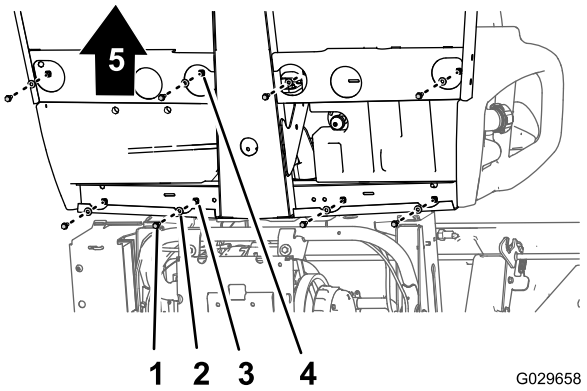
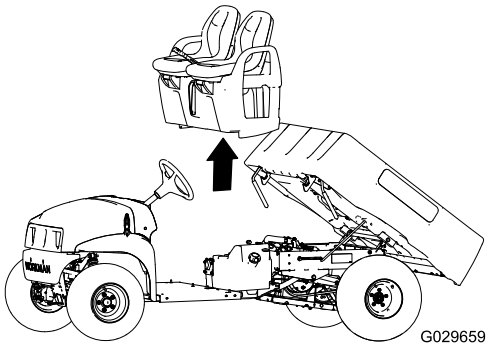

Rysunek 43
Rysunek 44
1. Od spodu maszyny wykręć 8 śrub kołnierzowych i zdejmij 8 podkładek mocujących podstawę fotela do płyty podłogowej i tylnego kanału kabiny (Rysunek 43).
2. Ostrożnie wyjmij z pojazdu fotele wraz z podstawami foteli oraz linkami hamulca postojowego (Rysunek 43).
1. Wstaw fotele wraz z podstawami foteli do pojazdu i ułóż linki hamulców wzdłuż podwozia (Rysunek 43 oraz Rysunek 44).
2. Ustaw otwory w podstawie foteli równo z otworami w płycie podłogowej i tylnym kanale kabiny (Rysunek 43 oraz Rysunek 44).